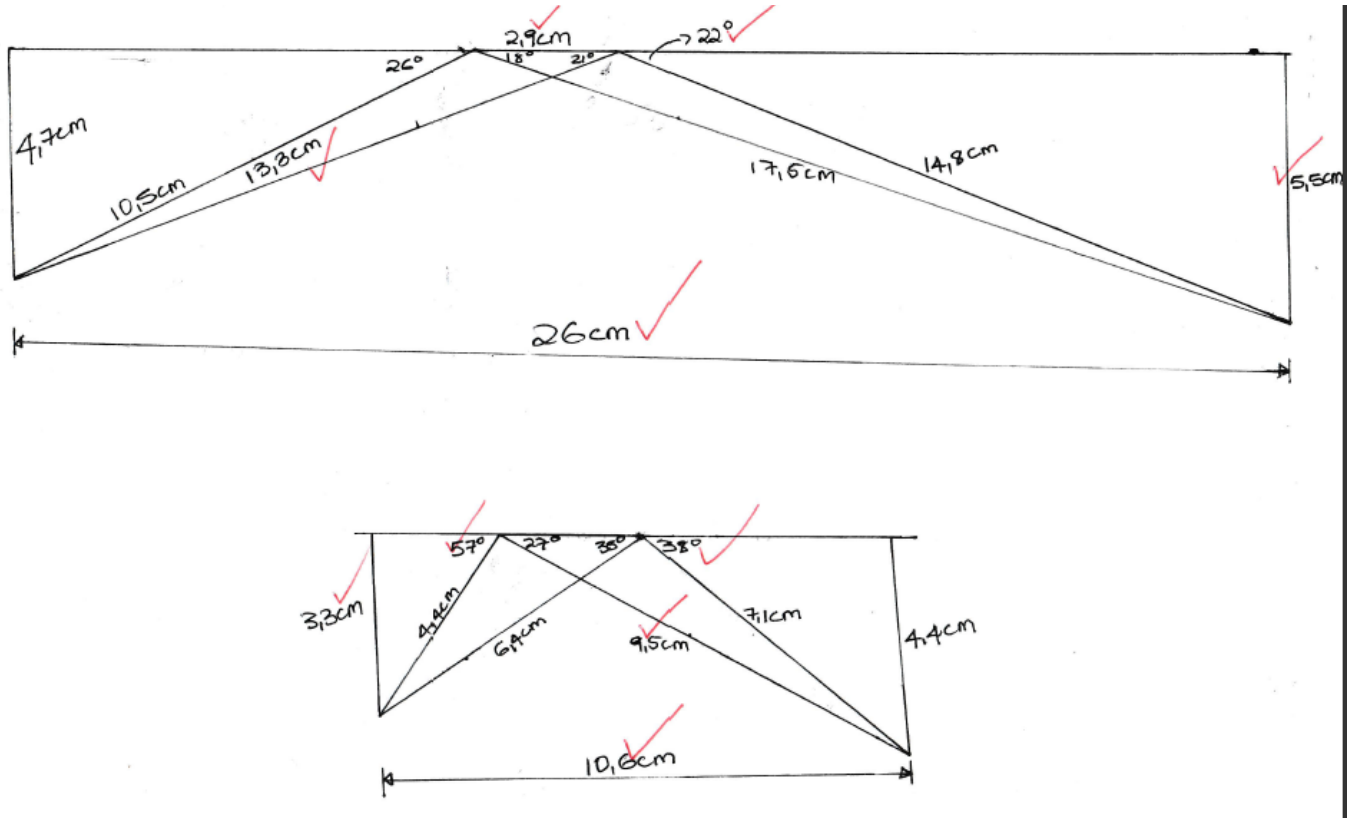

FIGUUR 1
3.2 Verwys na FIGUUR 1 (op laaste bladsy)